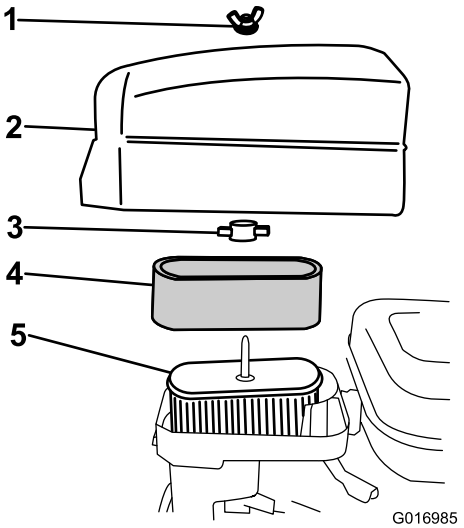

**Figur 25**
4. Hvis skumelementet er snavset, skal det fjernes fra papirelementet (Figur 25) og rengøres grundigt som følger: